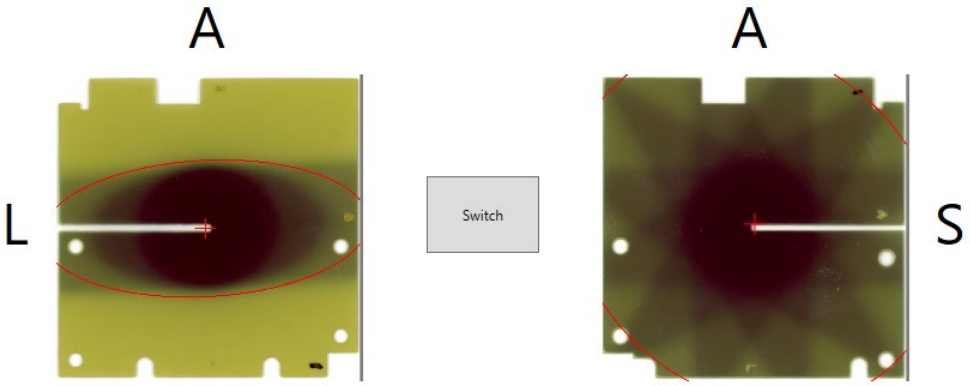

Figure 7-6 Orientation initiale du film après le chargement de l'image
- Sélectionnez l'image souhaitée en cliquant dessus et en cliquant sur **Open** (voir Figure 7-6).